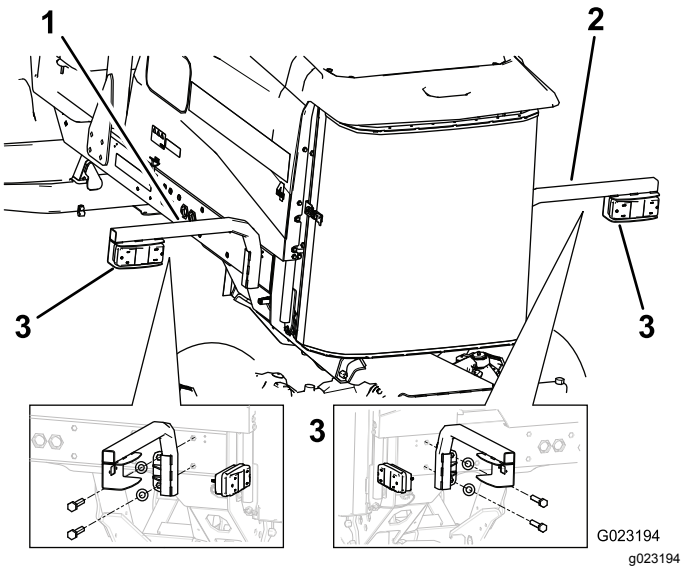

図 19
2. ブラケットとフレームに、左側ライトブラケットを固定するボルト⅝" x 3"2本、平ワッシャ2枚、ジャムナット2個を使用して図 19のように取り付ける。
3. ライトブラケットにリアランプを取り付け、ライトに付属しているボルトとナットで固定する図 19。
5. フレームに、右側ライトブラケットを固定するボルト⅝" x 3"2本、平ワッシャ2枚を使用する図 19。